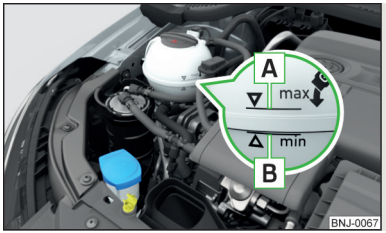

Fig. 160
The description of the coolant is shown in the coolant expansion reservoir » Fig. 160 *on page 155*.
- Do not fill the coolant above the mark A » Fig. 160 *on page 155*.
Coolant expansion reservoir » Fig. 160
› Check the level of coolant at the coolant expansion vessel » Fig. 160.
If the engine is warm, the test result may be inaccurate. The stand can also be above the mark A » Fig. 160.